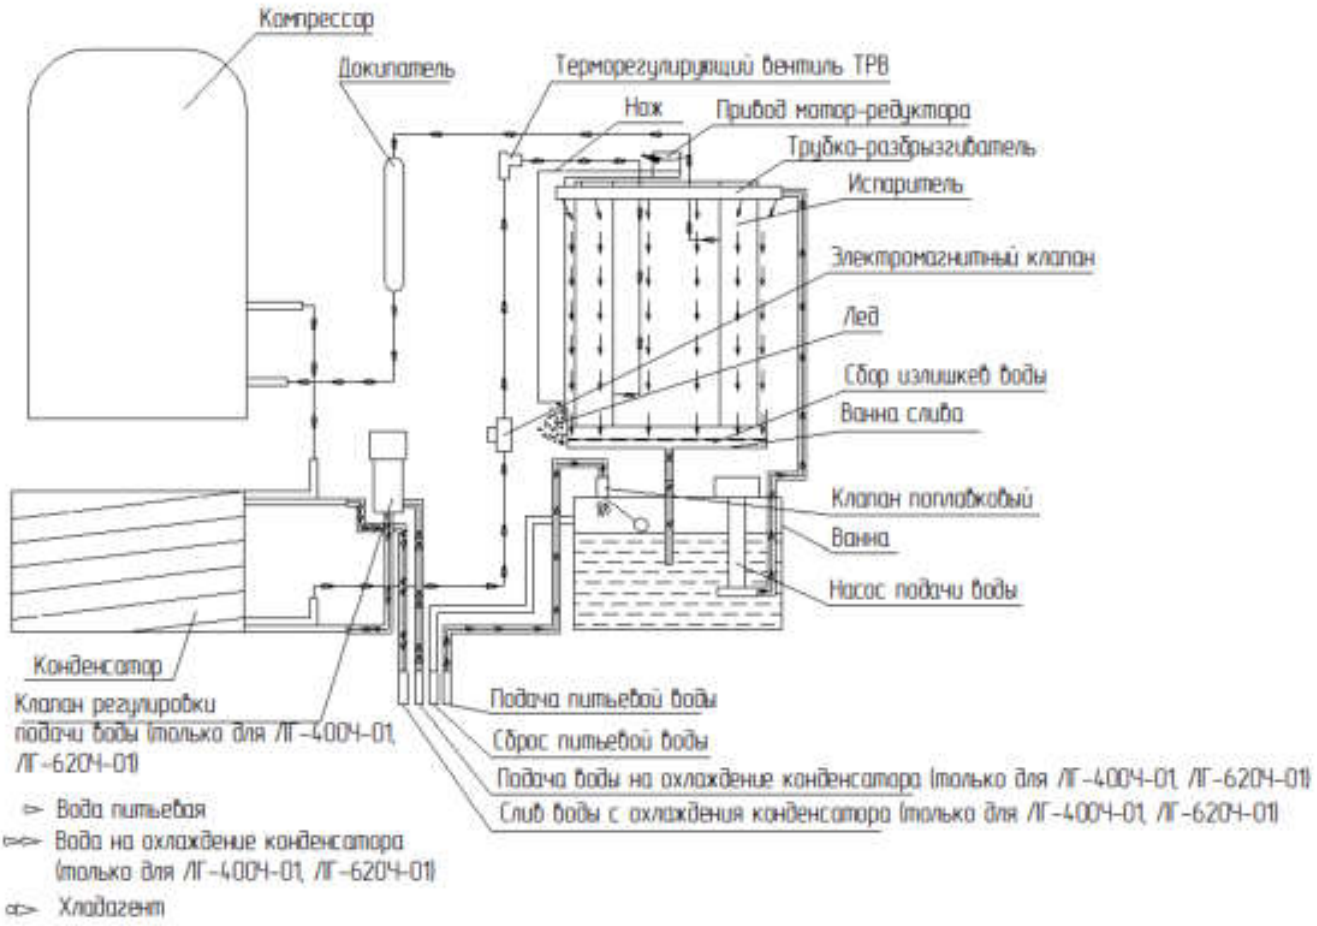

Рис.4 Режим заморозки
2. Режим *ЗАМОРОЗКА* (Рабочий режим) (рис. 4)